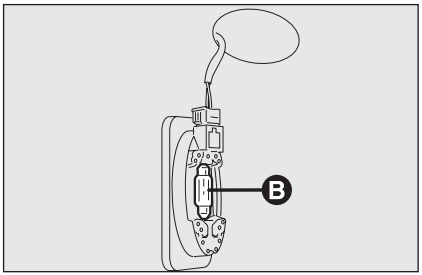

fig. 43 A0E0488m
- ❒ sustituya la lámpara **B-fig. 43** soltándola de los contactos laterales asegurándose que la nueva lámpara esté bloqueada correctamente entre los mismos contactos;